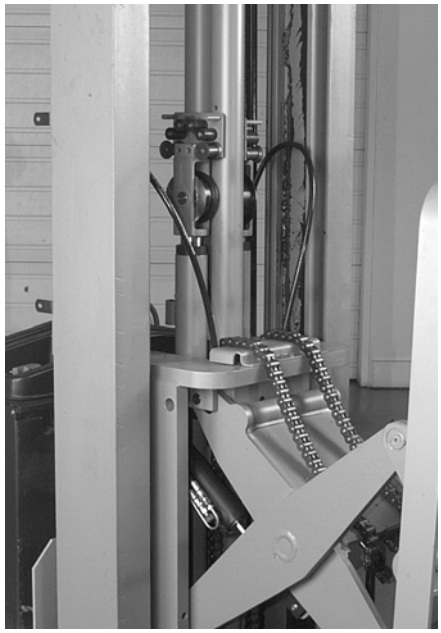

Figure 7-258: Carriage Removal, Hoses, Cable, and Chains
10. Remove the chains from the pulley and place them over the carriage assembly, out of the work area. See Figure 7-258.